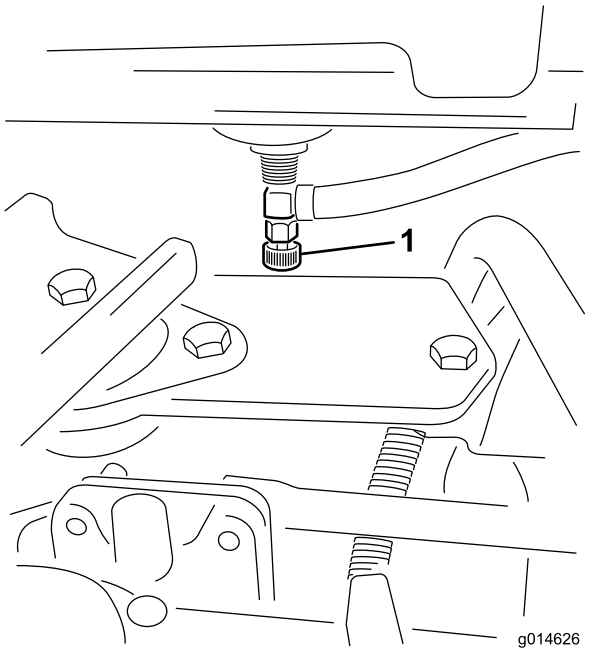

Figur 49
1. Luk brændstofafbryderventilen (Figur 49) under brændstoftanken.